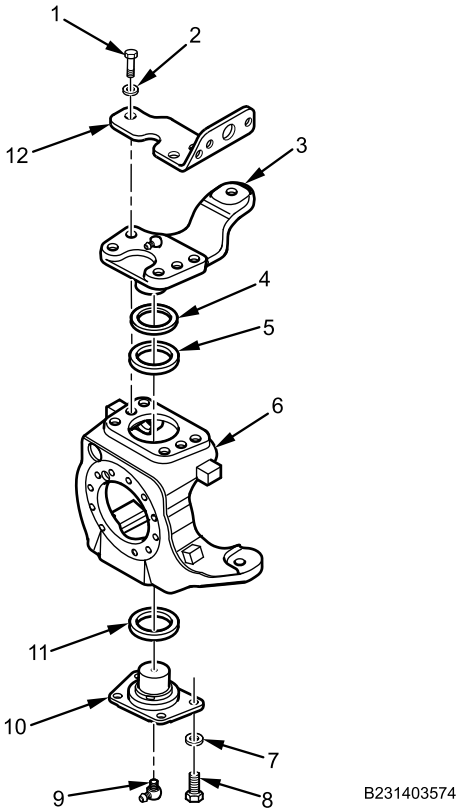

Figure 4. Cleaning Steering Knuckle.
1. Using rags and brake cleaner, clean all dirt off thrust bearing (Figure 4, Item 11), lower steering knuckle cap (Figure 4, Item 10), steering arm (or upper king pin cap for right side) (Figure 4, Item 3), brake chamber mounting bracket (Figure 4, Item 12), steering knuckle (Figure 4, Item 6), shim (Figure 4, Item 5), grease fitting (Figure 4, Item 9), bolts (Figure 4, Item 1 and 8), and washers (Figure 4, Item 2 and 7).